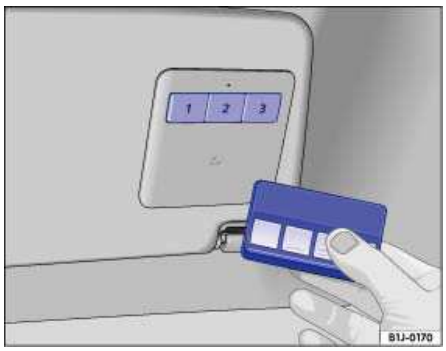

Fig. 33 In the driver side sun visor: The remote control and buttons for the HomeLink Universal Transmitter.
2. Position the hand-held transmitter for your remote control device 1-3 inches (25-75 mm) away from the HomeLink keypad on the driver side sun visor, keeping the HomeLink indicator light in view, as shown ⇒ fig. 33.